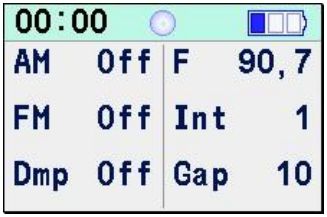

Abb.16
5.3 Anschließend wechselt das Gerät in den Zustand, in dem grundlegende Parameter angezeigt werden (nachfolgend als **„B“-Zustand** bezeichnet). Daher werden die Grundparameter der Stimulation angezeigt (Abb.16).